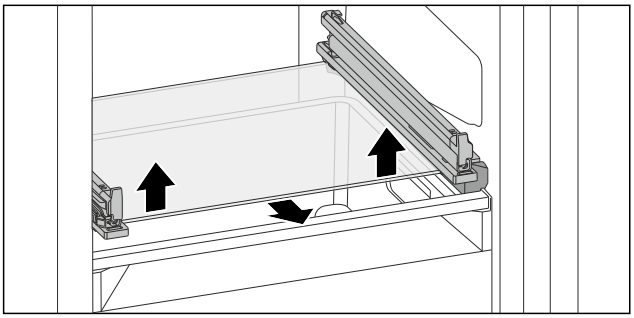

Fig. 131 Placa de sticlă a sertarului înclinabil
▶ Apăsați placa de sticlă de jos în sus pe ambele părți. (vezi Fig. 131)